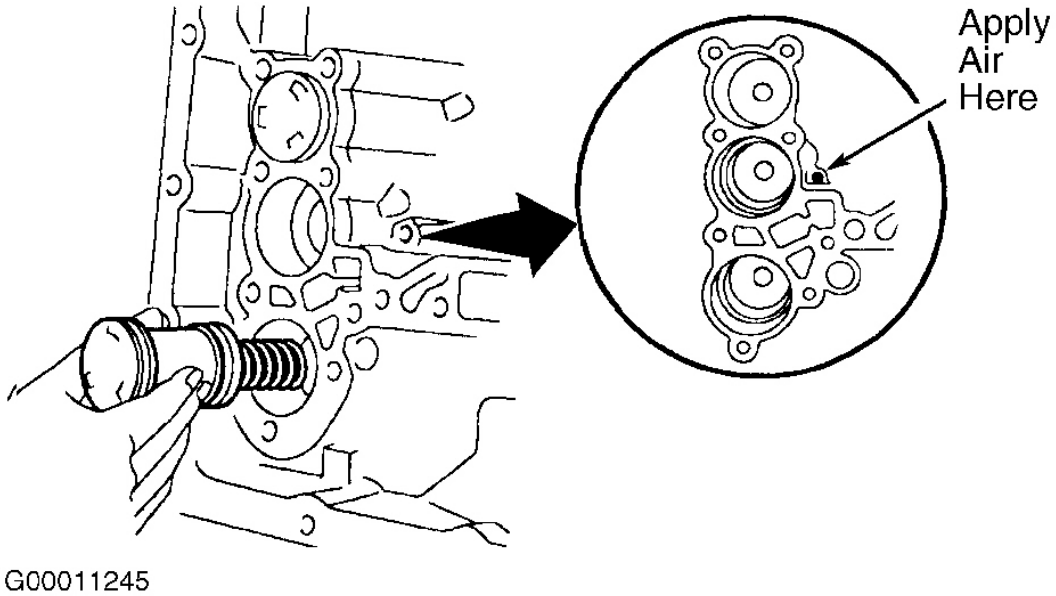
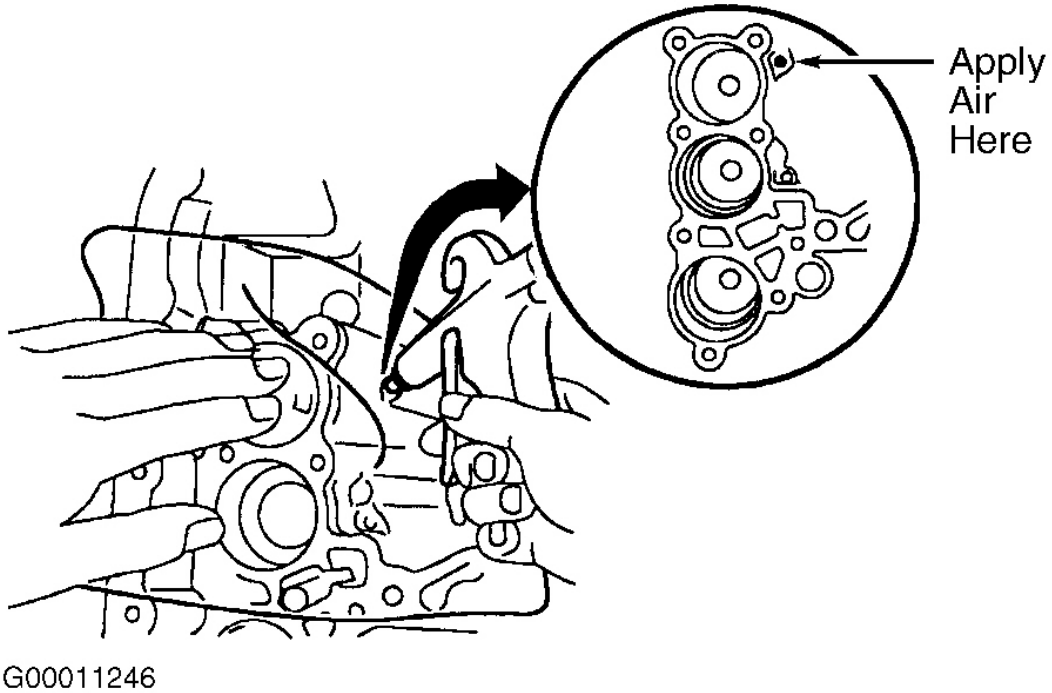

Fig. 13: Removing Forward Clutch Accumulator Piston
Fig. 14: Removing Underdrive Brake Accumulator Piston
6. Using 57 psi (4 kg/cm_2) of compressed air applied to transaxle case, remove forward clutch accumulator piston and spring, and underdrive brake accumulator piston. Cover pistons with shop towel during removal. See **Fig. 13** and **Fig. 14** .